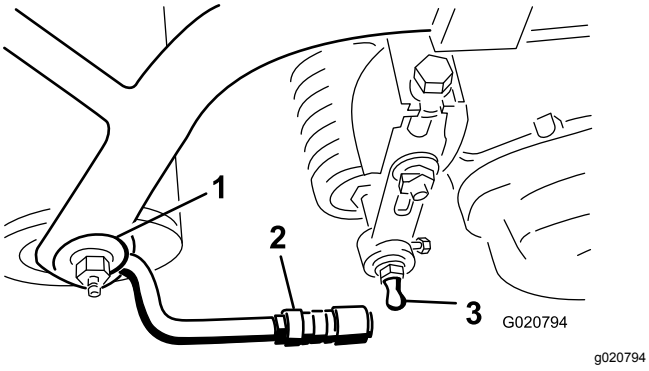

Figuur 8
3. Schuif de mof van de kogelverbindinghouder terug en haak de houder op de halvekogeltap van het maaidek. Laat de mof los zodat deze over de halvekogeltap schuift en de onderdelen aan elkaar vastzet (Figuur 8).